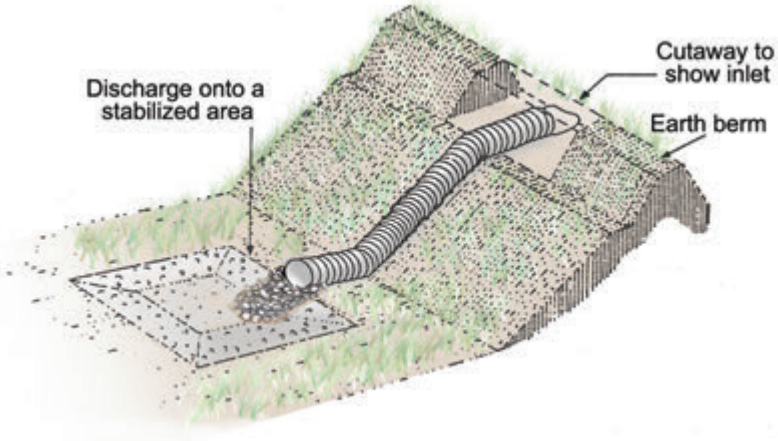

Figure 4.4. Pipe slope drain discharging to sediment trapping device.
- Direct flows along top of slope to inlet using earth berms or other diversion practice (Figure 4.4).